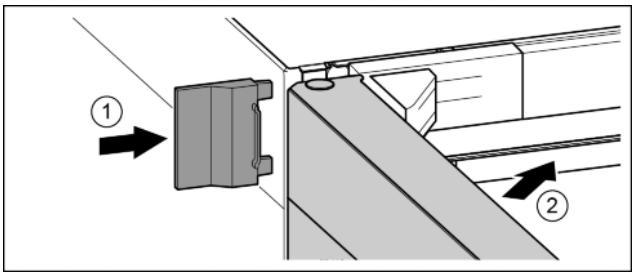

*Fig. 26*
- ▶ Slide on the external cover. *Fig. 26 (1)*
- ▶ Close the upper door. *Fig. 26 (2)*